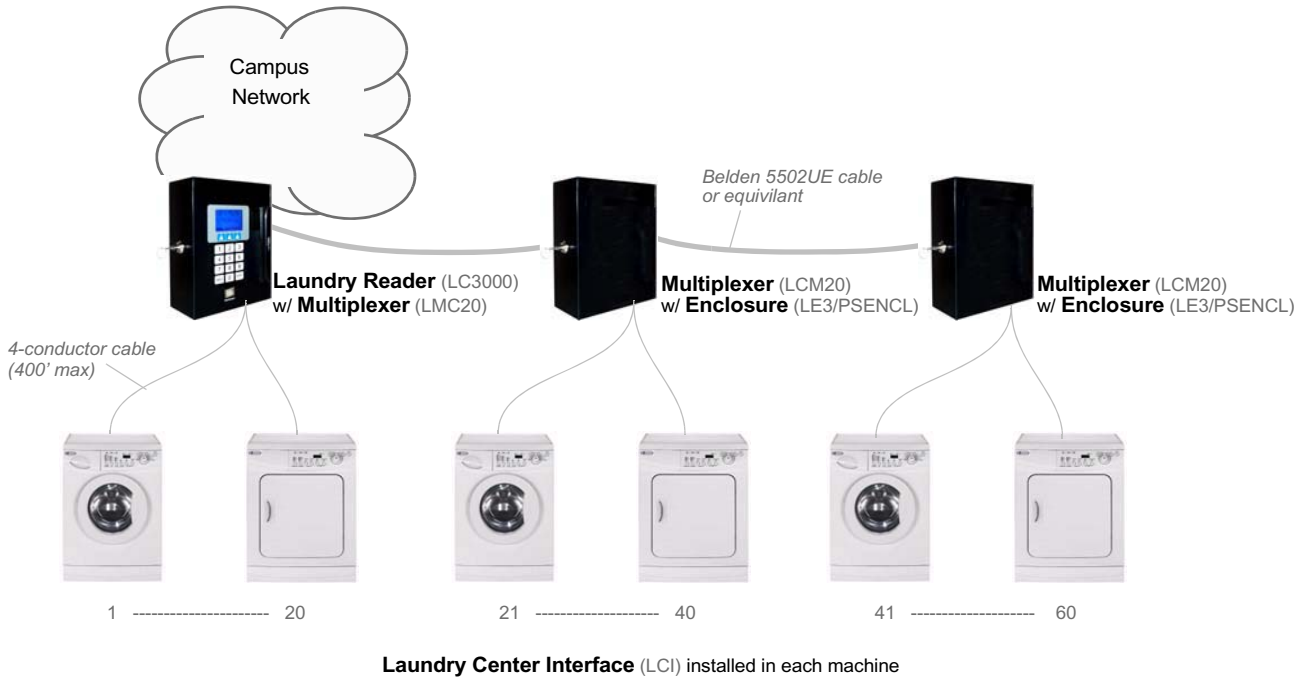

Figure 1: Wired Laundry Center Solution
The wired solution supports up to 60 laundry machines (see Figure 1 below). In laundry centers with 20 or fewer machines, you only need a single LCM20, which is installed inside the LC3000 enclosure. If your laundry center supports more than 20 machines, a multiplexer (an LCM20) and an enclosure (LE3/PSENCL) are needed for each additional set of 20 laundry machines. The LC3000 reader can support a maximum of three (3) multiplexers.